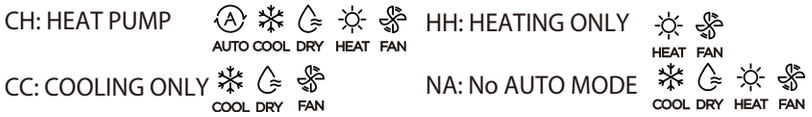

Fig. 81 — Press CONFIRM
2. Press **CONFIRM** to enter **TYPE**, press **UP or DOWN** arrow to select the type (see Fig. 81).